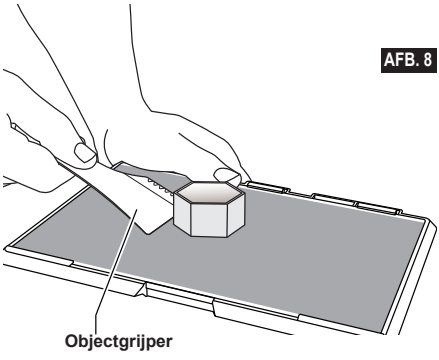

AFB. 8
3. Gebruik uw handen om het object van het printbed af te halen. Gebruik zo nodig voorzichtig de objectgrijper om het object van het printbed te verwijderen (afbeelding 8). Verwijder zo nodig de printbedtape van het printbed terwijl u het object van het printbed af haalt. Vervolgens kunt u de printbedtape van het object verwijderen.